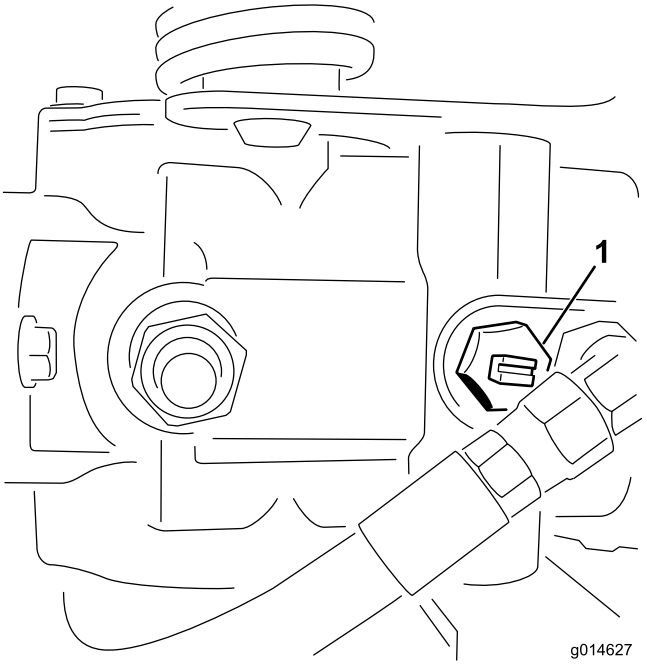

Figuur 38
1. Ga naar de omloopklep op de pomp en draai deze zodat de sleuf verticaal staat (Figuur 38).
2. Voordat u de motor start, moet u de omloopklep sluiten door deze zo te draaien dat de sleuf horizontaal staat (Figuur 38). U mag de motor niet starten als het ventiel open is.